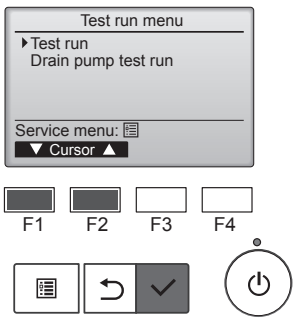

Fig. 7-4
④ Select "Test run" with the F1 or F2 button, and press the ☑ button. (Fig. 7-4)